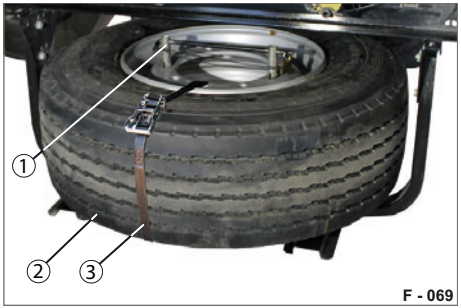

Abb. 78 Defektes Rad gesichert
▶ Montieren Sie die Reserverad-Sicherung (Abb. 78/1).
▶ Befestigen Sie das defekte Rad (Abb. 78/2) durch den Felgenkranz, mit einem Spanngurt (Abb. 78/3) an die Halterung.
▶ Ziehen Sie den Spanngurt (Abb. 78/3) fest.